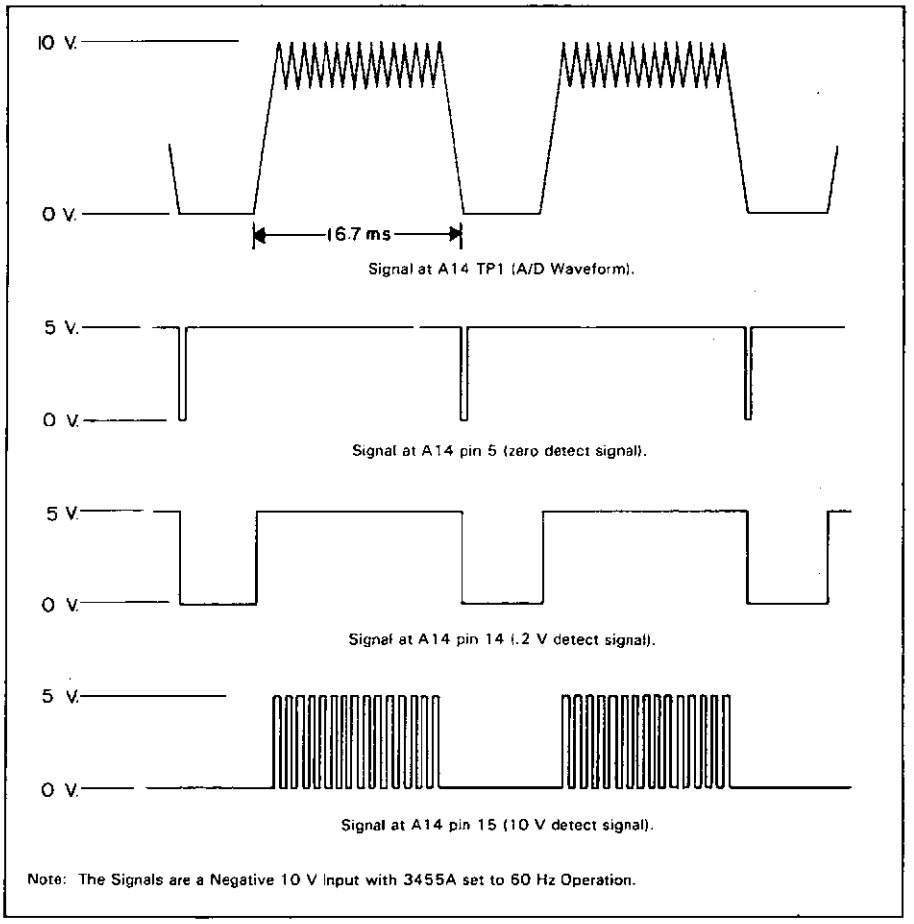

Figure 8-E-1. A/D Waveforms.
d. With an oscilloscope measure the waveform at A10TP1. The waveform should look like top waveform in Figure 8-E-1.
c. Check for the correct operation of A14U5 and its associated circuitry. Since U5 and its associated circuitry is an absolute amplitifer, the output of the amplifier (emitter of U6) should be the same as the signal at TP1. Therefore, pins 14 and 15 of the A14 board should also show the absolute value of the signal at TP1. The correct signals for a -10 V input to the 3455A are shown in Figure 8-E-1. If the signals at A14P1 pins 14, 15, and S are incorrect, troubleshoot the detect circuits.